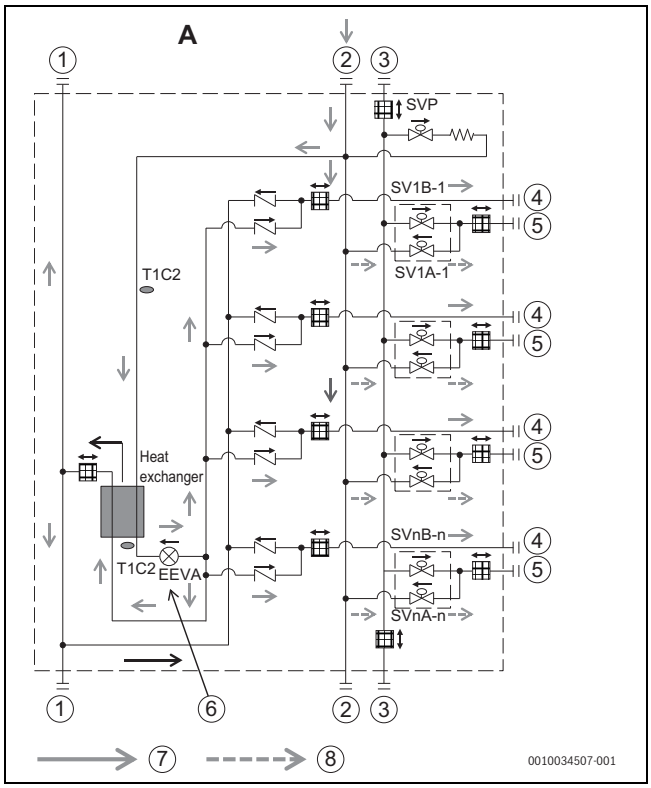

Fig. 29
a) Carga normal del puerto ② mientras el puerto de soldadura ④ y carga fuerte (> 20 kPa (0,2 bar)) del puerto ② mientras el puerto de soldadura ⑤ como en la fig. 29.
b) carga normal (≤ 20 kPa (0,2 bar)) del puerto ② mientras el puerto de soldadura ① y carga normal de la correspondiente válvula de corte de la unidad exterior mientras el puerto de soldadura ② y el puerto ③como en la fig. 29.